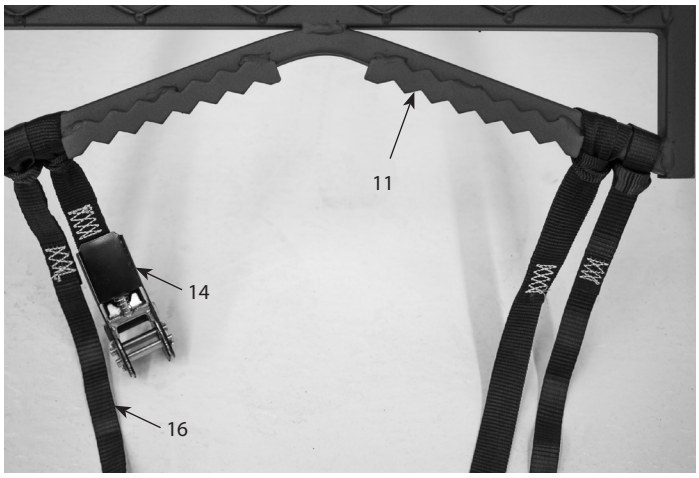

FIGURE 8B
b. To aid in the ease of installation, pre-attach each end of the 6' ratchet strap (14) to each side of the rear frame tube, just inside of the 16' criss-cross strap (16) on both sides of the seat platform tree blade (11). Use the same method as listed in step a. This way each end of the main ratchet strap is pre-attached before the stand is lifted from the ground. **SEE FIGURE 8B** showing all four ends attached.